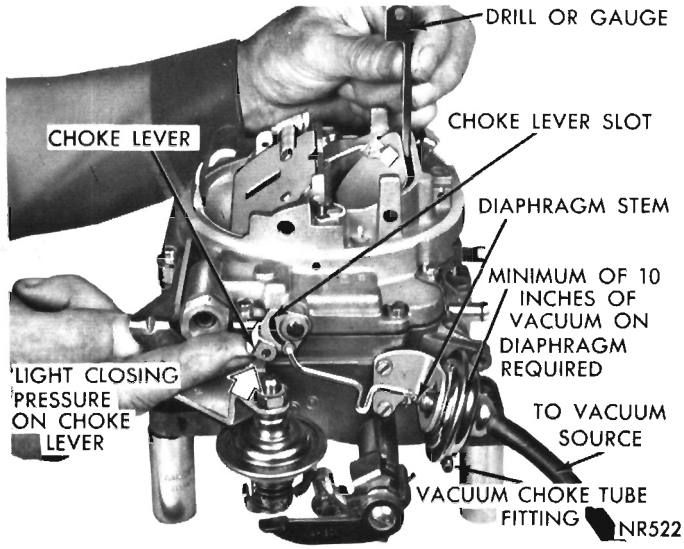

Fig. 13—Checking Choke Vacuum Kick Setting
(1) If adjustment is to be made with engine running, disconnect fast idle linkage to allow choke to close to kick position with engine at curb idle. If an auxiliary vacuum source is to be used, open throttle valves (engine not running) and move choke valve to closed position. Release throttle first, then release choke.
(2) When using an auxiliary vacuum source, disconnect vacuum hose from carburetor and connect it to hose from vacuum supply with a small length of tube to act as a fitting. Removal of hose from diaphragm may require forces which damage the system. Apply a vacuum of 10 or more inches of Hg.
(3) Insert specified drill (refer to Specifications) between choke valve and wall of air horn. (Fig. 13). Apply sufficient closing pressure on **lever** to which choke rod attaches to provide a minimum choke valve opening without distortion of diaphragm link. Note that on most units, a cylinderical stem extends as an internal spring is compressed. This spring must be fully compressed for proper measurement of vacuum kick adjustment.
(4) An adjustment will be necessary if a slight drag is not obtained as drill is being removed. Shorten or lengthen diaphragm link to obtain correct choke opening. Length changes should be made by carefully opening or closing the bend provided in diaphragm link. **CAUTION: DO NOT APPLY TWISTING OR BENDING FORCE TO DIAPHRAGM.**